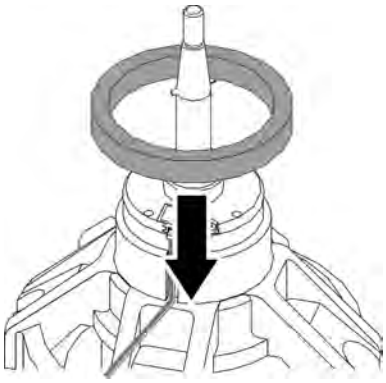

Fig. 38: Placing the ring seal on the bearing shield
4. Place the ring seal on the bearing shield (*Fig. 38*).